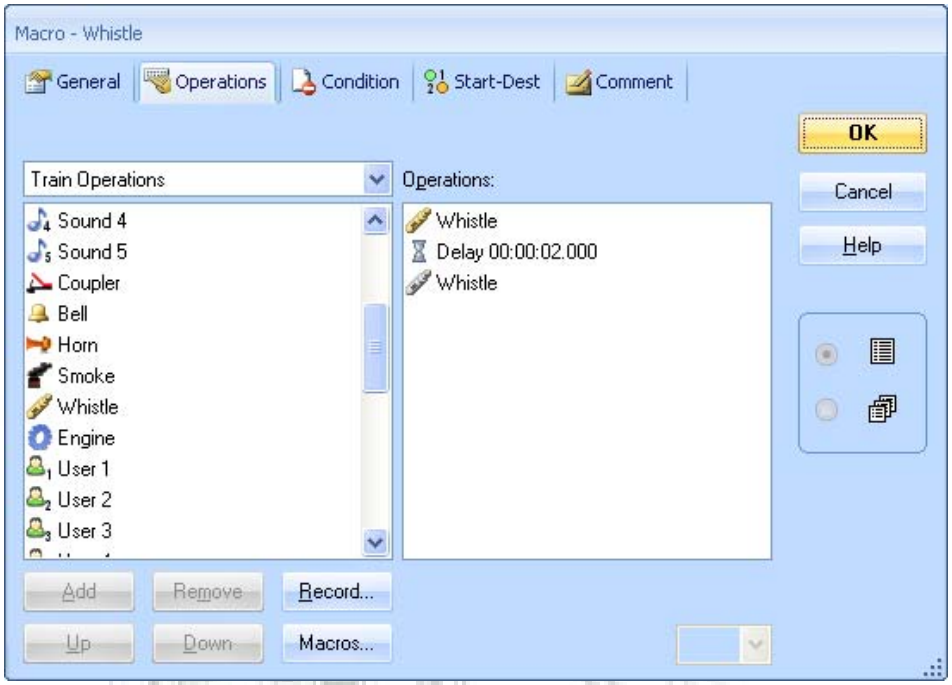

Imagen 166: Configuración de la macro Pitido
b. Especificar "Silbato encendido", "Retraso 2000 milisegundos" y "Silbato apagado" como **Operations** de la macro según el Imagen 166.